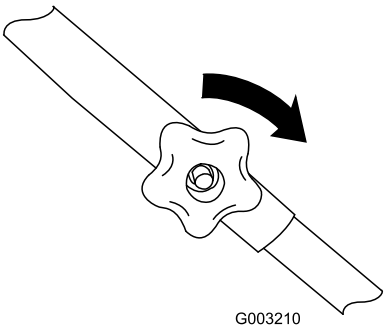

Figuur 4
3. Monteer de bouten en de knoppen van het bovenste deel van de handgreep met de knoppen op de buitenkant van de handgreep; draai de knoppen zo vast mogelijk (Figuur 4).